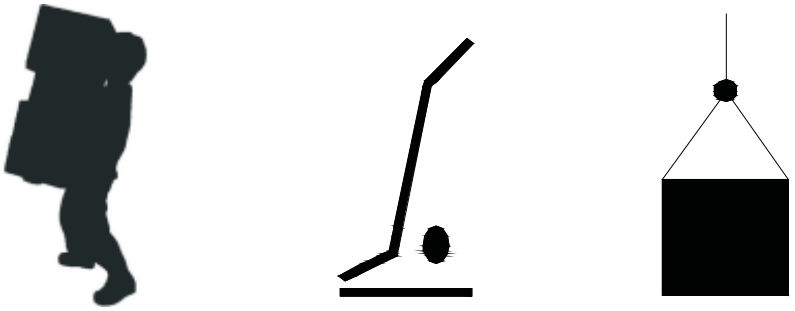

图9-2
3、产品搬运一般采用手提式或小车搬运移动、吊装移动，如图9-2所示。